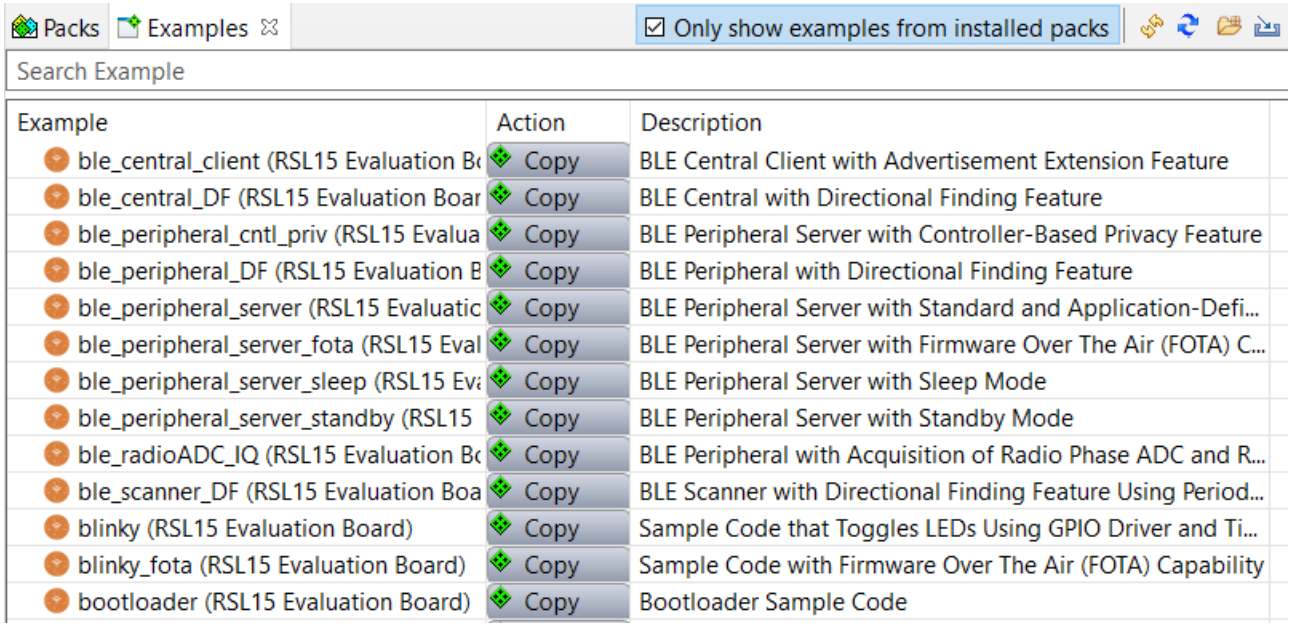

**Figure 5. Importing the FOTA Sample Project**
2. Find the *ble_peripheral_server_fota* example project and click the **Copy** button to import it into your workspace. (See the "Importing the FOTA Sample Project" figure (Figure 5).)